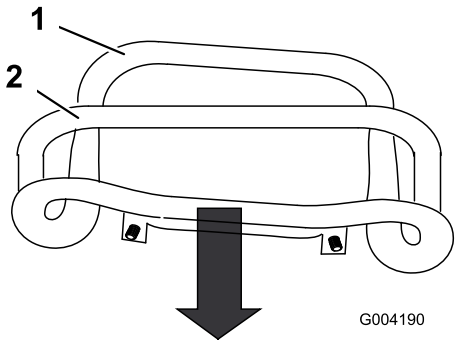

**Rysunek 53**
3. Pociągnij dźwignię sterowania zespołem jezdnym prosto do tyłu, aby przód dźwigni sterowania stykał się z drążkiem wzorcowym (Rysunek 53).